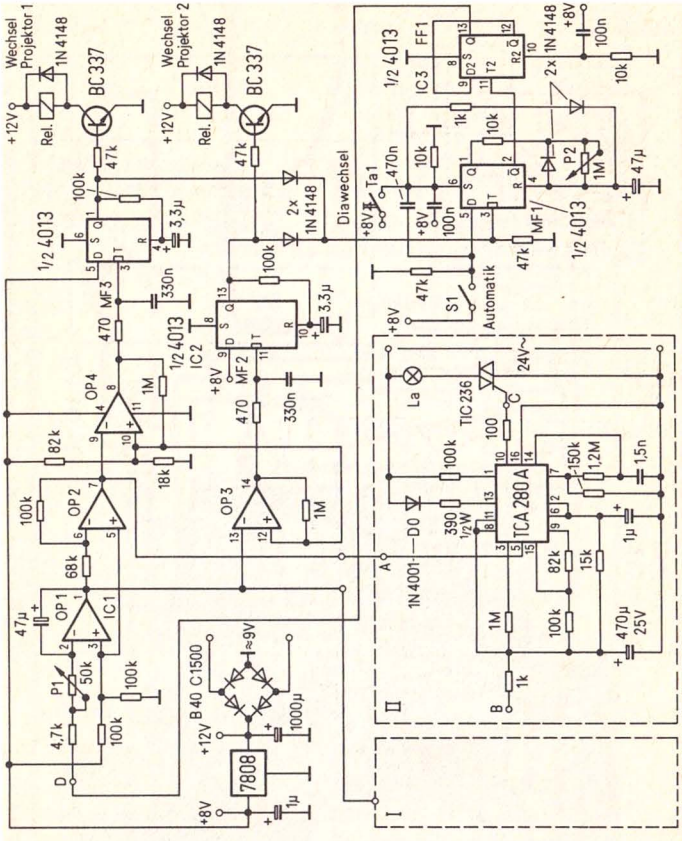

Abb. 78. Gesamtschaltbild des Steuergerätes. Hier ist nur eine Dimmerschaltung ausführlich gezeichnet (II)! Der Dimmer I ist nur angedeutet
Die *Abb. 78* zeigt das Schaltbild des gesamten Steuergerätes. Mit eingezeichnet ist eine der beiden Dimmerschaltungen (II), während die andere Dimmerschaltung (I) nur angedeutet ist. Die Schaltung ist überwiegend aus Operationsverstärkern und ICs aufgebaut.